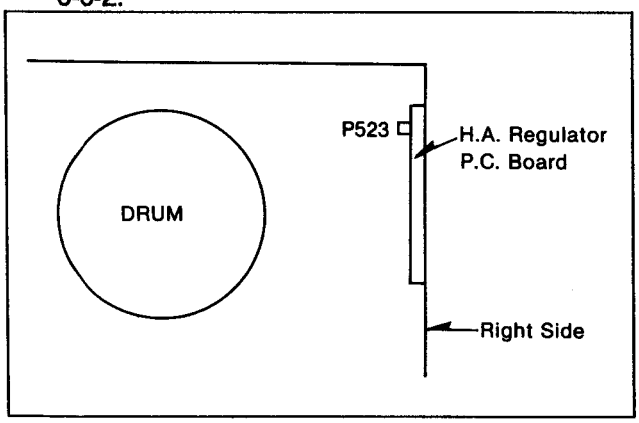

Fig. 6-3-2 Drum Connector P523
3. Disconnect the connector P523 shown in Figure 6-3-2.